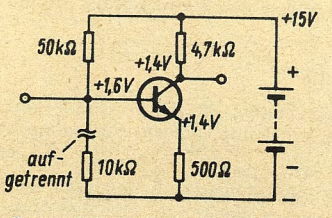

Bild 19. Spannungen an den Elektroden bei kurzgeschlossener Emitter-Kollektor-Strecke
4. Am Emitter wird die gleiche Spannung gemessen wie am Kollektor *(Bild 19)*.